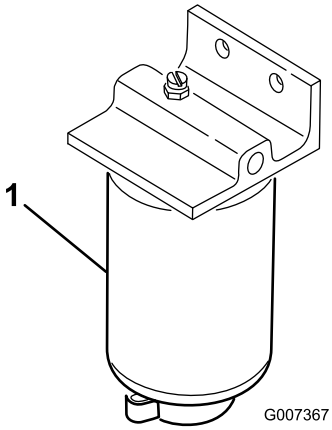

Figur 41
2. Rengjør området der filterboksen skal festes (Figur 41).
4. Åpne filtertappepluggen og ventilatorventilen (Figur 41).